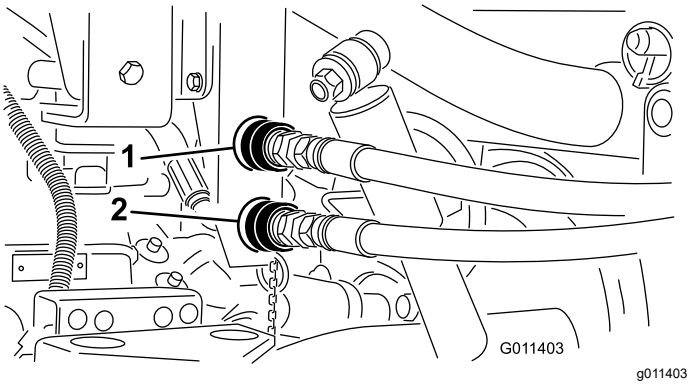

**Figur 18**
1. Fjern smuss fra hurtigkoblingene for overgjødslerslangen (Figur 18).
**Merk:** Koblingene vist i Figur 18, er fra kjøretøy med serienumre 239999999 og før.